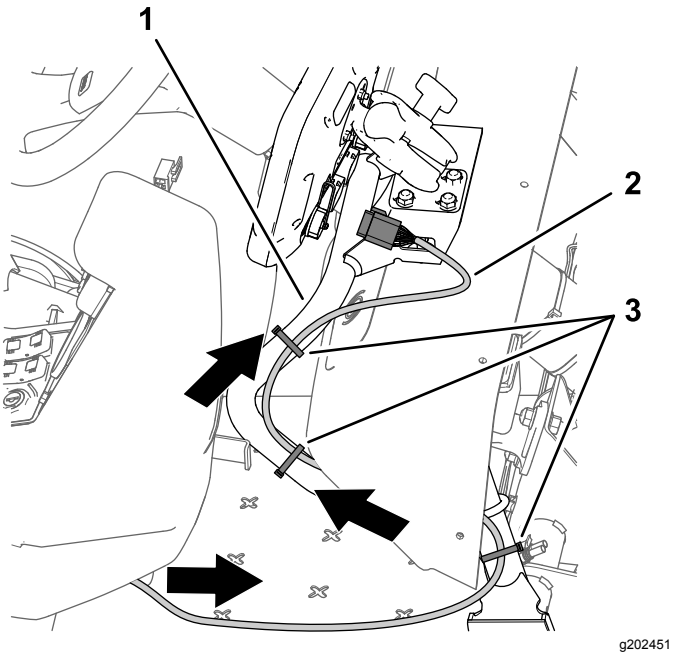

Rysunek 205
1. Poprowadź odgałęzienie wiązki przewodów danych 220 cm (odgałęzienie wiązki ze złączem 26-stykowym gniazdowym) do przodu i pod tablicą rozdzielczą (Rysunek 205).
2. Poprowadź odgałęzienie wiązki przewodów danych 220 cm wzdłuż rury nośnej monitora (Rysunek 205).
4. Upewnij się, że odgałęzienie wiązki przewodów danych 220 cm ma zapas długości umożliwiający operatorowi dostosowanie pozycji monitora, a następnie za pomocą opasek kablowych zamocuj wiązkę do rury nośnej monitora w sposób pokazany na Rysunek 205.